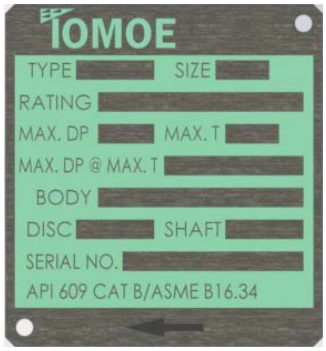

Рис. 2b
a. Конструкция клапана обеспечивает уплотнение, как при прямом, так и обратном направлении потока. Однако, наилучшее значение достигается, если поток входит с гладкой стороны диска (а не выпуклой, где проходит шток). Такое "предпочтительное направление потока" указано на шильдике (поз. 19) закрепленном на корпусе клапана (см. рис. 2b).
Следующие позиции являются рекомендованными запчастями для замены по месту (на клапан). Все другие элементы могут заменяться только специалистом Tomoe valve или одобренным представителем. При заказе запчастей важно указывать соответствующий серийный номер клапана (указан на шильдике клапана – см. рис. 2b). Это обеспечит поставку запчастей, соответствующих конкретному клапану.